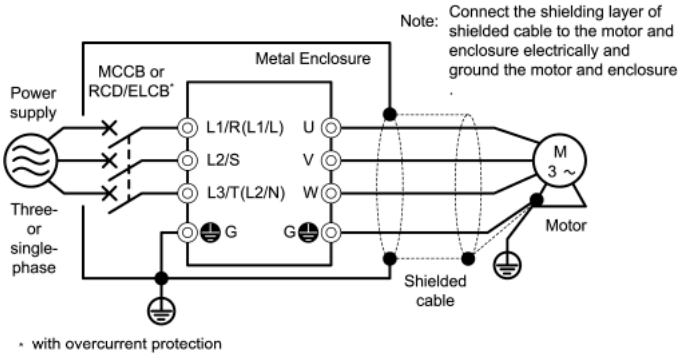

Figure 10.3 Installing the EMC Filter Built-in Type of Inverters into a Metal Enclosure
5) If noise from the inverter exceeds the permissible level, enclose the inverter and its peripherals within a metal enclosure as shown in Figure 10.3.